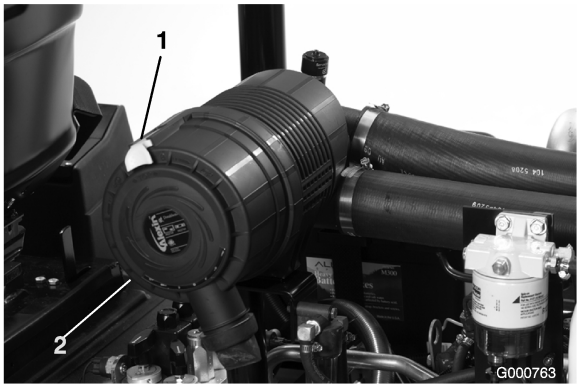

Figura 39
1. Tirate il fermo verso l'esterno e ruotate il coperchio del filtro in senso antiorario (Figura 39).